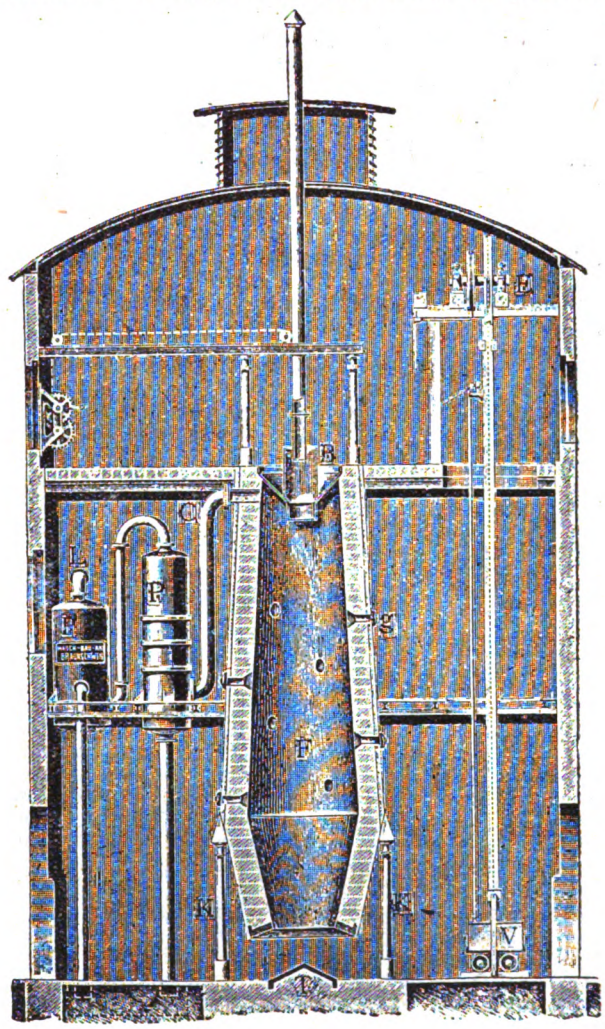

Fig. 64.
I forni usati per cuocere le pietre calcari hanno dimensioni e particolari che variano molto a seconda dell'entità della produzione di calce e della economia di combustibile che si vuole raggiungere. I più antichi, che anche oggi si possono vedere in talune località in prossimità a cave di calcare e che permettono però una esigua produzione di calce, sono quelli aperti, costruiti in mattoni, e nei quali si fa la carica dall'alto. Si costruiscono poi forni continui nei quali è possibile inoltre il ricupero dell'anidride carbonica che altrimenti sfuggirebbe nell'atmosfera, e che consentono una migliore utilizzazione del calore. Negli zuccherifici, dove vengono utilizzate sia la calce che l'anidride carbonica si usano tipi di forni continui analoghi a quello illustrato nella fig. 64. Si eseguisce la carica dall'alto (B) costituita da calcare mescolato a coke, impiegando i carrelli *V* che mediante l'elevatore *E* vengono portati sino al livello della bocca di carica; il forno ricorda, per la forma soltanto però, gli altiforni; è costituito da una lamiera di ferro rivestita verso l'interno da una camicia di mattoni refrattari. Esso è completamente isolato dal terreno mediante le colonne di ghisa *K*, ed il suo peso insieme a quello della carica grava sull'apposito pavimento a rialzo *T*. La calce viva viene scaricata continuamente dalla bocca inferiore. Le feritoie *g* permettono di osservare la cottura del calcare durante la marcia del forno; *C* è lo scarico dell'anidride carbonica, la quale viene depurata dagli apparecchi *P* e condotta dal tubo *L* alle pompe aspiranti.